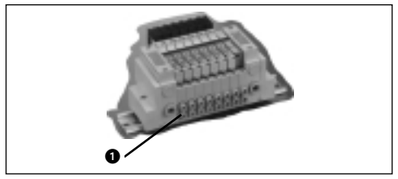

Afb. 5
Druk de ring ❶ (Fig 5), (afb. 5) in en houd deze ingedrukt. Trek de slang los.